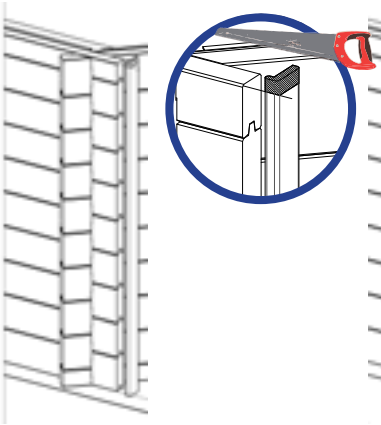
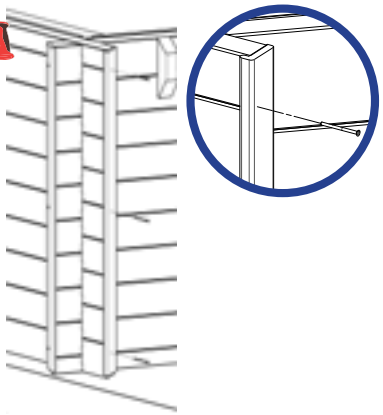

Fig. 4 / Abb. 4 / Afb. 4
Fig. 5 / Abb. 5 / Afb. 5
• Position the L trimming on the ends of the boards. • Cut off the excess part of the trimming according to the height of the pool if necessary (figure 4). • Fix trimming L using 3 screws 4 x 60 uniformly distributed over the height of the piece (figure 5).
• Présentez le cache L sur les extrémités des madriers. • Coupez l'excédent de cache selon la hauteur du bassin si nécessaire (figure 4).
• Fixez le cache L à l'aide de 3 vis 4x60 également réparties sur la hauteur (figure 5).
• Legen Sie die Zierleiste L auf die Enden der Bretter. • Falls erforderlich, schneiden Sie das, was von der Zierleiste übersteht, je nach Höhe des Beckens (Abb. 4) ab. • Befestigen Sie die Zierleiste L mit Hilfe von 3 Schrauben 4 x 60 gleichmäßig auf der Höhe (Abb. 5).
• Plaats sierlijst L op de uiteinden van de planken. • Indien nodig, overtollige stukken van de sierlijst afsnijden, afhankelijke van de hoogte van het bassin (afbeelding 4). • Zet de sierlijst L vast met behulp van 3 schroeven 4 x 60 gelijkmatig over de hoogte verdeeld (afbeelding 5).